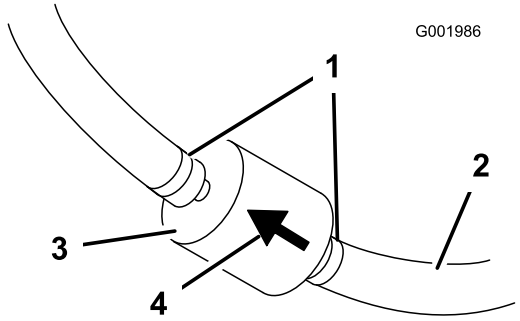

Rysunek 44
5. Ściśnij końce obejm przewodu i odsuń je od filtra (Rysunek 44).